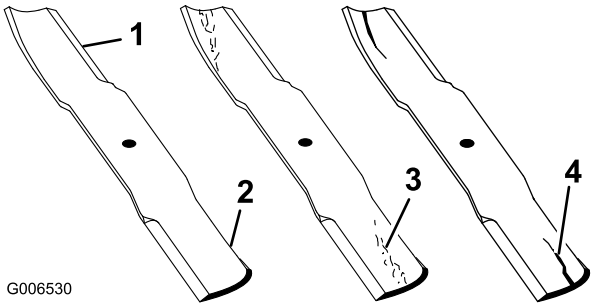

**Figuur 25**
4. Controleer nauwkeurig de uiteinden van het maaimes, in het bijzonder op de plaats waar het platte en het gebogen deel samenkomen (Figuur 25).
moet u dit steeds controleren voordat u gaat maaien. Als u slijtage opmerkt (Figuur 25), moet u het mes vervangen, zie Het maaimes verwijderen.
**Als het mes gaat slijten, kan er een groef ontstaan tussen de vleugel en het platte deel van het mes (Figuur 25). Uiteindelijk kan dan een stuk van het mes afbreken en van onder de maaikast worden weggeslingerd waardoor de bestuurder of een omstander ernstig letsel kan oplopen.**